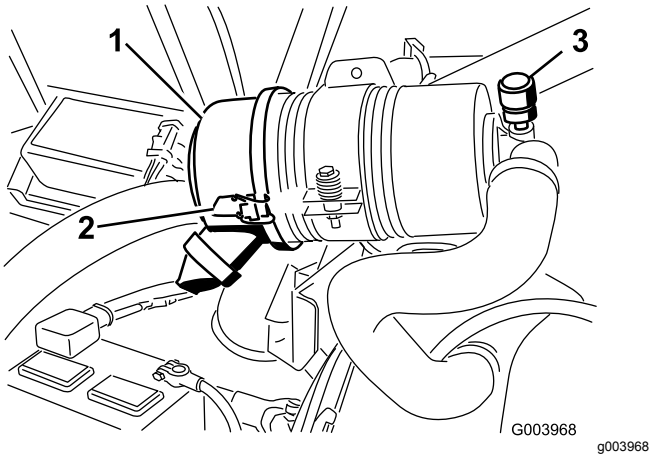

Рисунок 46
Фильтр воздухоочистителя следует обслуживать только при соответствующих показаниях индикатора необходимости технического обслуживания (Рисунок 46). Замена воздушного фильтра без необходимости только увеличивает вероятность попадания грязи в двигатель при извлечении фильтра.
1. Отпустите защелки, фиксирующие крышку воздухоочистителя на его корпусе (Рисунок 46).